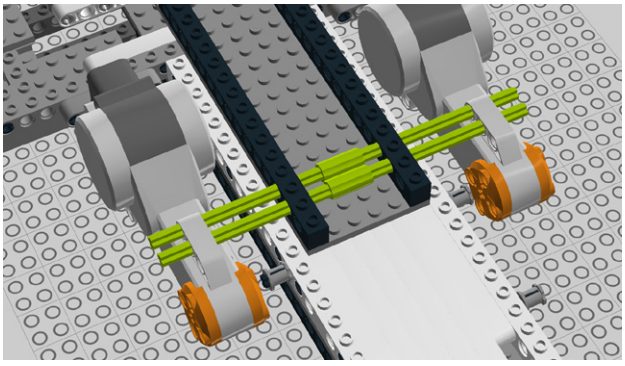

Figure 8-83. *Step 78: Adding 9M axles and connectors*
78. Add four 9M cross axles and a pair of cross axle connectors (Figure 8-83).